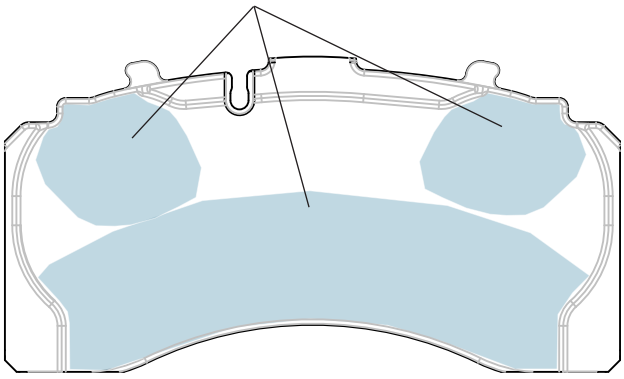

Figure 22 – Pad and Rotor Dimensions
See Figure 22 for initial brake pad and rotor dimensions, as well as minimum acceptable dimensions.
4.3.1 See Figure 22. If the thickness of the friction material – dimension "C" – is less than 0.080 in. (2 mm), the pads must be replaced.
Bendix® ADB22X®, ADB22X®-V, and ADB22X®-LT air disc brakes use 0.35 in. (9 mm) backing plates, so dimension "D" (the combined pad and backing plate thickness) must be a minimum of 0.43 in. (11 mm). The minimum thickness of the ADB22X-LT backing plate is 7 mm (.276 in) where Bendix requires the measurements be taken from (*See Figure 22*). Pad replacement customers are replacing with BX276.
4.4.1 Measure the thickness of the brake rotor at the thinnest point (Dimension "B" in Figure 22). Avoid measuring near the edge of the rotor as minor burrs may result in an inaccurate measurement. **For Bendix brand rotors, replace the rotor when the minimum thickness of 1.46 in. (37 mm) is reached.** For other brands of rotors, refer to the rotor manufacturer's guidelines.